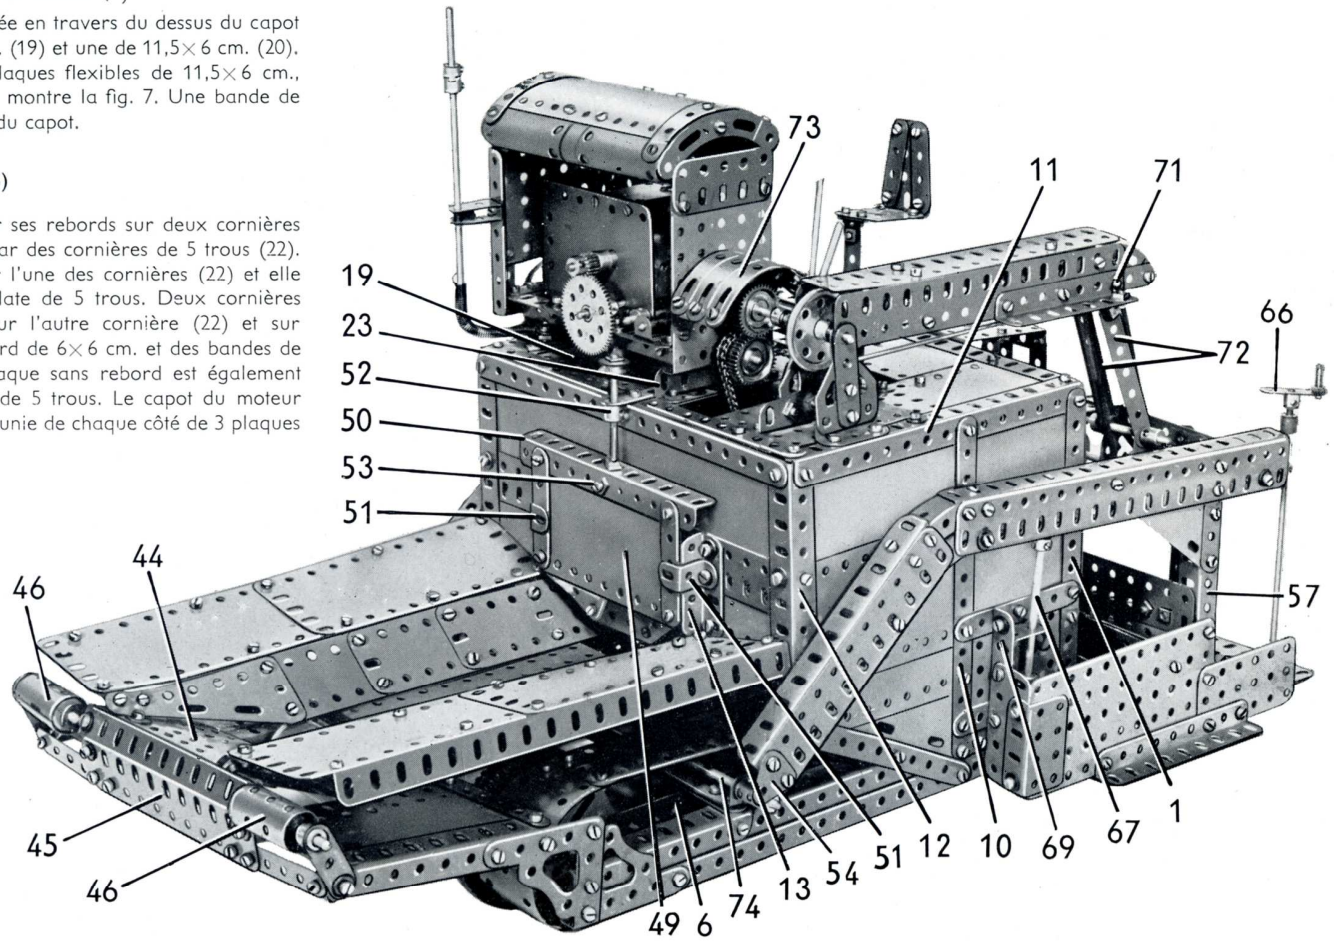

FIG. 3. *Vue de côté de la machine. Les détails de montage de la niveleuse et de la trappe de réglage d'alimentation apparaissent clairement.*
Chacun des côtés du châssis est constitué par deux cornières de 25 trous réunies à une extrémité par une bande de 15 trous (1) et à l'autre par deux équerres d'assemblage disposées comme le montre la fig. 3. Les longerons sont réunis par trois bandes numérotées (2), (3) et (4) sur la figure 2. Les bandes (2) et (3) sont faites chacune de deux bandes de 15 trous qui se recouvrent sur onze trous, et la bande (4) est constituée par deux bandes de 11 trous qui se recouvrent sur trois trous. La bande (4) est boulonnée sur des cornières de 9 trous fixées sur les équerres d'assemblage, et ces cornières tiennent également des plaques flexibles de 11,5×6 cm. Les extrémités extérieures des cornières de 9 trous sont réunies par deux bandes de 11 trous qui se recouvrent sur trois trous, et deux cornières de 9 trous (5) sont boulonnées entre ces bandes et la bande (4).
Une bande 25 trous (6) (fig. 3) est fixée de chaque côté de la bande (2) par une équerre, et elle est réunie au longeron principal par deux bandes coudées de 38×12 mm., dont une est fixée sous la bande (3) et l'autre dans le troisième trou derrière la bande (2). Un plateau central est boulonné à chacune des extrémités de la bande (6), et ces pièces tiennent dans leurs moyeux les axes qui portent les roues de la machine. Ces roues sont des poulies de 5 cm. munies de pneus. Deux d'entre elles sont fixées sur une tringle de 20 cm. qui est tenue en place par des bagues d'arrêt. Les deux autres sont montées sur un axe formé par une tringle de 13 cm. et une de 11,5 cm. réunies par un accouplement et munies d'une roue de chaîne de 36 dents (7) (fig. 2).
Le moteur et le train réducteur (Fig. 3 et 6)
Les côtés inclinés de la trémie (fig. 3) sont formés chacun par quatre plaques flexibles de 6×4 cm. et par une plaque flexible triangulaire de 9×4 cm. boulonnées sur une bande (42) (fig. 2) de chaque côté. Ces bandes (42) sont faites de bandes de 25 et de 11 trous qui se recouvrent sur 7 trous, et à leurs extrémités arrière elles sont tenues par des équerres d'angle fixées sur la bande (15) (fig. 10) par les boulons (43). Les bords supérieurs des plaques inclinées de chaque côté sont réunis par cinq équerres à 135° à deux plaques flexibles de 14×6 cm., qui sont renforcées sur leurs bords intérieurs par deux bandes de 11 trous. Les bords extérieurs des plaques flexibles de 14×6 cm. sont renforcés par une cornière de 15 trous et une de 6 trous, comme le montre la figure 3. Les cornières de 15 trous sont réunies par des équerres aux cornières (12).
Le système de réglage de l'alimentation (Fig. 3)
Le volume des matériaux à amener sur le transporteur est commandé par une trappe réglable (49) (fig. 3). Cette trappe est constituée par une plaque flexible de 11,5×6 cm. bordée par une cornière de 11 trous (50) et deux bandes de 5 trous. La plaque flexible est prolongée vers le bas par deux plaques flexibles triangulaires de 6×5 cm. qui sont réunies à leurs angles inférieurs par une poutrelle plate de 4 trous. La trappe coulisse entre les cornières (13) et les équerres renversées de 12 mm. (51) boulonnées sur les cornières mais tenues écartées de ces dernières par une rondelle placée sur chaque boulon.